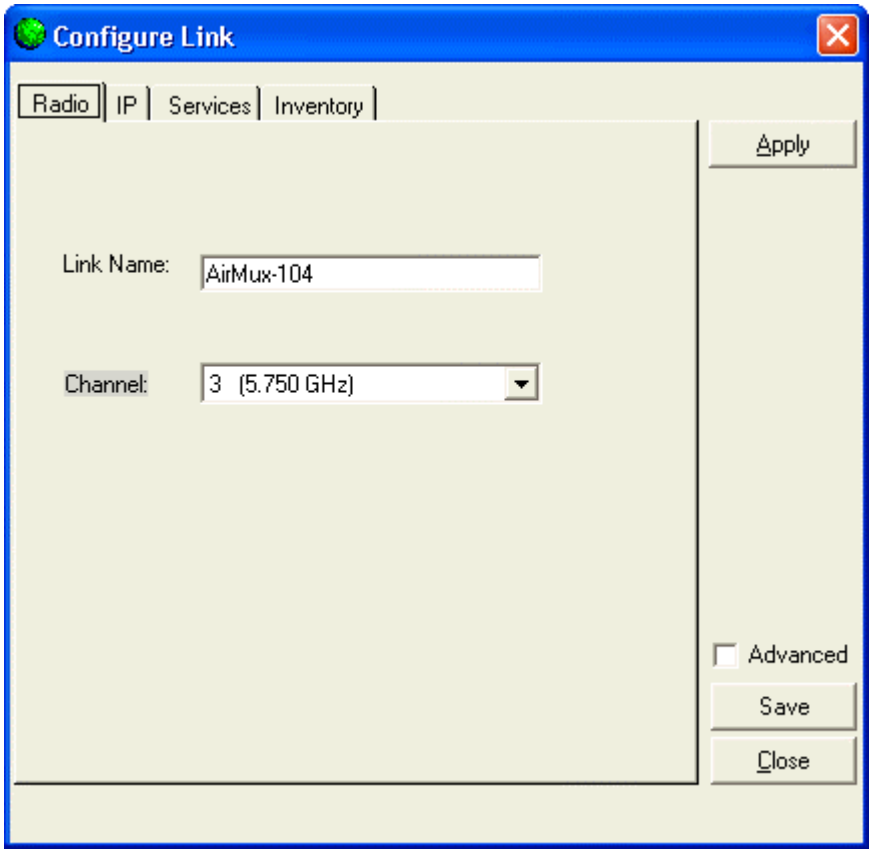

Figure 4-4. Configure Dialog Box
The Configure Link dialog box appears (see *Figure 4-4*).
1. In the Configure Link dialog box (see *Figure 4-4*), click **Save**.